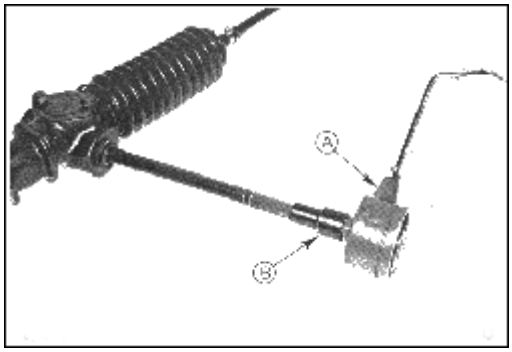

Abb. 7 Ritzeldrehmoment messen
12. Das zum Drehen des Ritzels erforderliche Drehmoment messen, Abb.7. Drehmomentlehre 15-042 und Spezialnuss 13-004 verwenden. Das vorgeschriebene Ritzeldrehmoment beträgt 1,1 bis 2,0 Nm (11,5 - 20,7 kpcm). Liegt das gemessene Drehmoment außerhalb dieses Bereiches, so ist die Dicke des Ausgleichscheibenpakets, wie oben beschrieben, nochmals zu prüfen bzw. das Lenkgetriebe auf fehlerhafte Teile (wie feste Lager, Schmierstoffmangel usw.) zu kontrollieren.